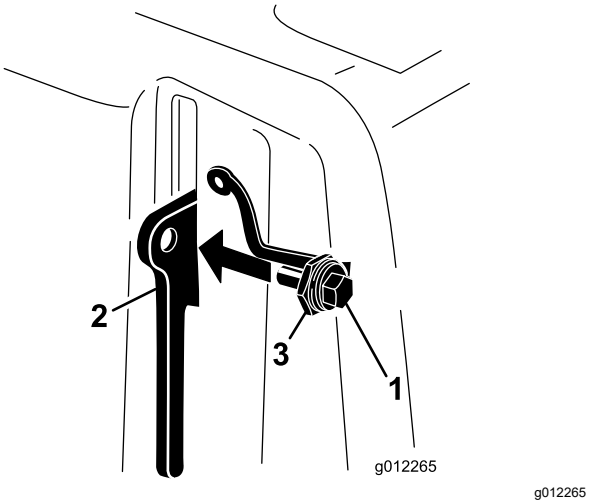

Rysunek 8
3. Wkręć śrubę w dźwignię zaczepu (Rysunek 8).